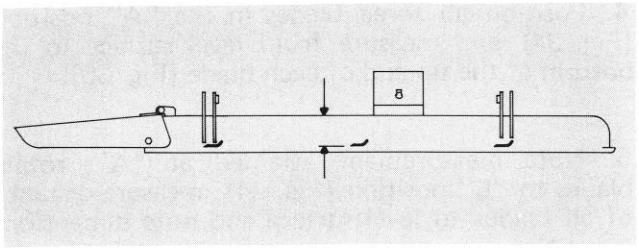

Figure 30
2. Rotate blade until the ends face forward and backward (Fig. 30). Measure from inside of cutting unit to cutting edge at front of blade (Fig. 30), and remember this dimension.